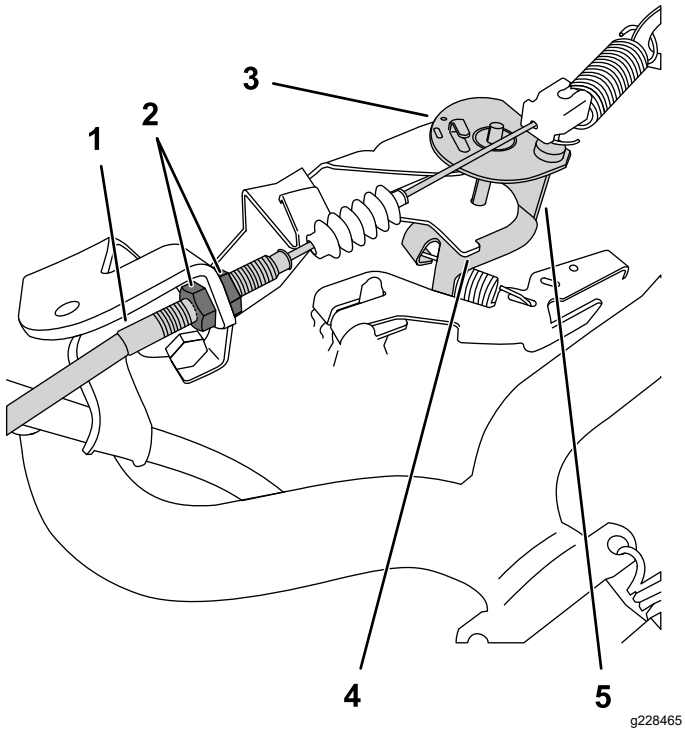

Figur 39
3. Öka låg tomgång genom att lossa den främre kontramuttern och dra åt den bakre kontramuttern vid gasvajern (Figur 39).